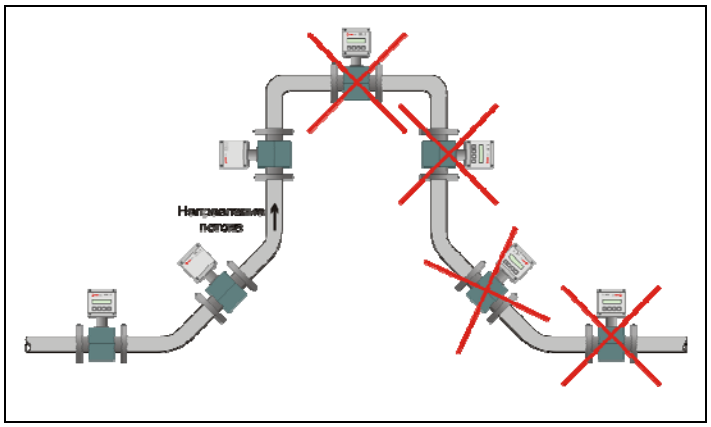
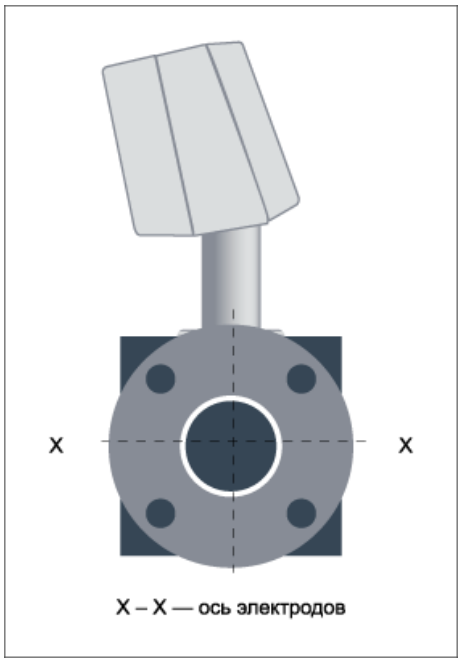

Рисунок 3 — Варианты установки датчика расхода
Рисунок 4 — Ориентация датчика расхода относительно оси электродов
2.2.2.2 Первичный преобразователь (датчик) расхода ППР в сборе с штатными прилегающими прямолинейными участками трубопровода (длиной не менее пяти DN до и трёх DN после ППР) устанавливается в соответствии со стрелкой, указывающей направление потока, на горизонтальном, вертикальном или наклонном трубопроводе при условии, что весь объём трубы первичного преобразователя в рабочих условиях заполнен измеряемой средой (рисунок 3), а ось, соединяющая электроды датчика расхода горизонтальна (рисунок 4). Горизонтальность проверяется визуальным осмотром. Как исключение, возможно отклонение оси электродов от горизонтальной линии в случае гарантированного исключения образования газовой прослойки вблизи электродов, которая может препятствовать нормальной работе датчика расхода.